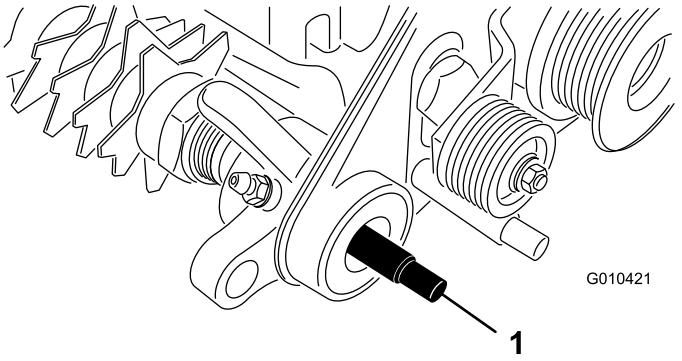

Figura 7
1. Aplique lubrificante no vedante do suporte do rolamento da montagem da transmissão e extremidade do eixo do rastelo (Figura 7).
2. Deslize uma extremidade do eixo do rastelo no suporte do rolamento do conjunto da transmissão (Figura 7).